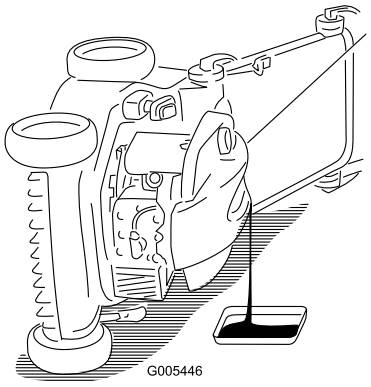

Bild 24
3. Kippen Sie den Rasenmäher seitlich (Luftfilter nach oben), um das Altöl über den Öleinfüllstutzen abzulassen (Bild 24).